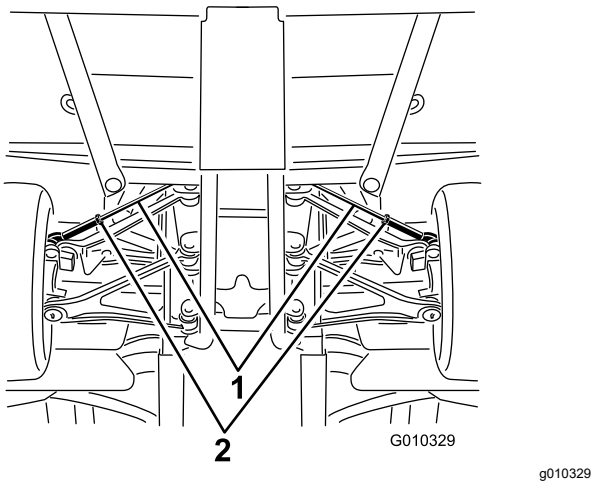

**Bild 49**
A. Lösen Sie die Klemmmutter in der Mitte der Spurstange (Bild 49).